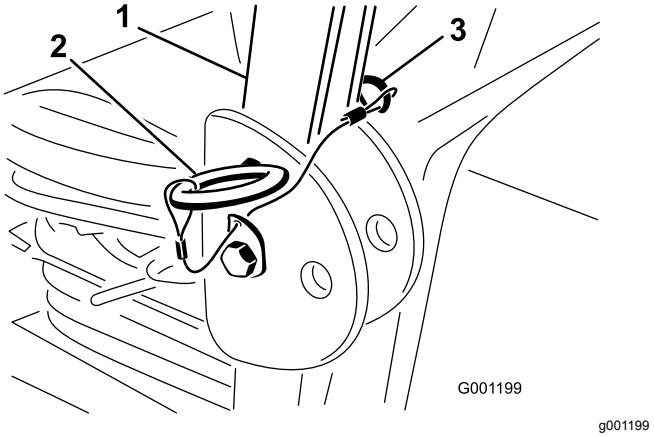

**Figur 8**
1. Fjern splitterne og de 2 pinde fra styrtbøjlen (Figur 8).
2. Hæv styrtbøjlen til oprejst position, monter de 2 pinde, og fastgør dem med låseclipsene (Figur 8).